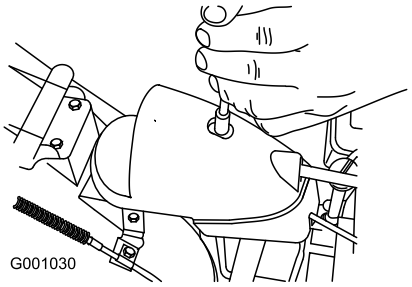

Bild 52
1. Nehmen Sie die Befestigung an der Getriebeabdeckung ab (Bild 52), heben Sie die Abdeckung vorne hoch und schieben Sie sie nach hinten.